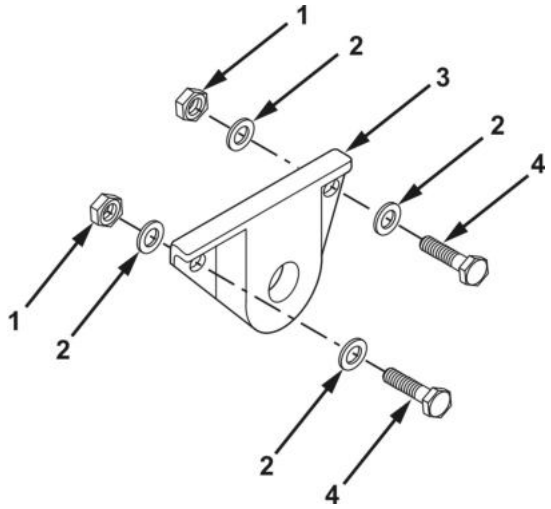

Figure 3. Shock Absorber Mount Bracket Removal and Installation.
1. Remove two locknuts (Figure 3, Item 1), four flat washers (Figure 3, Item 2), and two capscrews (Figure 3, Item 4) securing shock absorber mount bracket (Figure 3, Item 3) to frame. Discard locknuts.
2. Remove shock absorber mount bracket (Figure 3, Item 3) from frame.
1. Install shock absorber mount bracket (Figure 3, Item 3) on frame.
2. Install two capscrews (Figure 3, Item 4), four flat washers (Figure 3, Item 2), and two new locknuts (Figure 3, Item 1) securing shock absorber mount bracket (Figure 3, Item 3) to frame. Tighten locknuts and torque to 72 lb-ft (98 N•m).